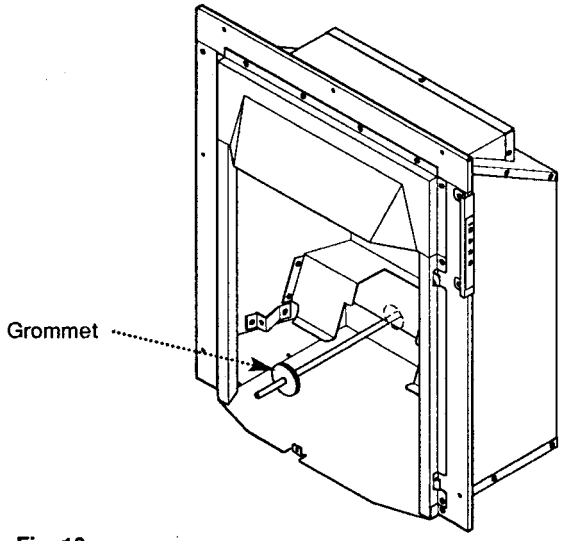

Fig. 10
2. When running the gas supply from the rear it is necessary to remove the grommet from the large hole in the fire back panel, left hand side. The grommet must be cut in order to accommodate the gas pipe and replaced back in position (Fig. 10).